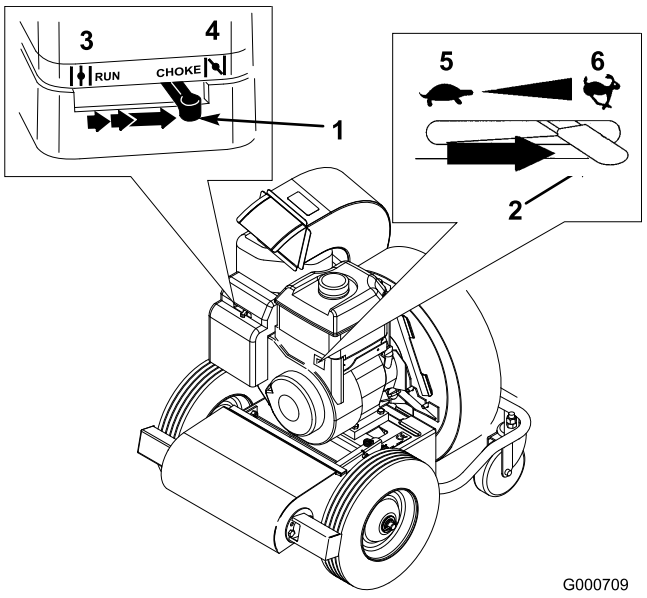

Bild 16
1. Schieben Sie den Choke (an der linken Seite des Motors) auf die Choke-Stellung (Bild 16).
2. Schieben Sie den Gasbedienungshebel (an der rechten Seite des Motors) auf die Schnell-Stellung (Bild 16).
4. Stellen Sie den Choke langsam auf die Aus-Stellung zurück, sobald der Motor warmgelaufen ist (Bild 16).
Schieben Sie den Gasbedienungshebel ganz nach links in die Langsam-Stellung (Bild 16).